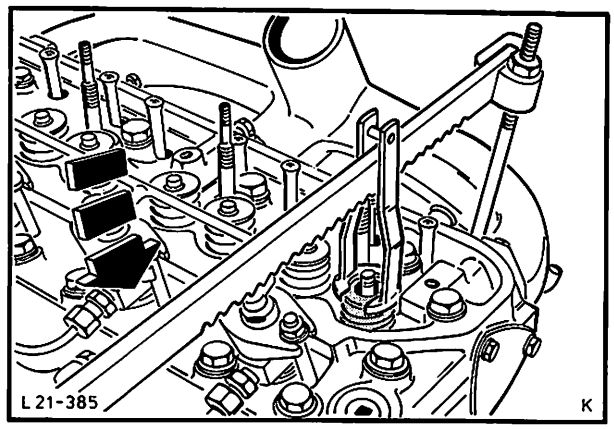

Abb. 145 Ventilkeile einsetzen
6. Ventilfedern und Ventilteller aufsetzen, mit Spezialwerkzeug 21-024 und 03/04 herunterdrücken und Ventilkeile einsetzen, Abb. 145. Ventilfedern entspannen und Spezialwerkzeug abnehmen.